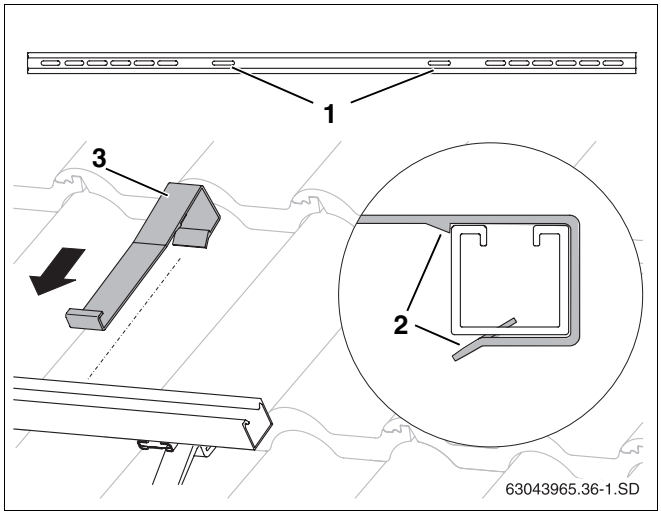

Rys. 34 Montaż zabezpieczeń przed zsunięciem się
- Wsunąć zabezpieczenia przed zsunięciem się (rys. 34, **poz. 3**) do wewnętrznych otworów podłużnych (rys. 34, **poz. 1**) i przełożyć przez szyny profilowane, aż zabezpieczenia zatrzasną się (rys. 34, **poz. 2**).